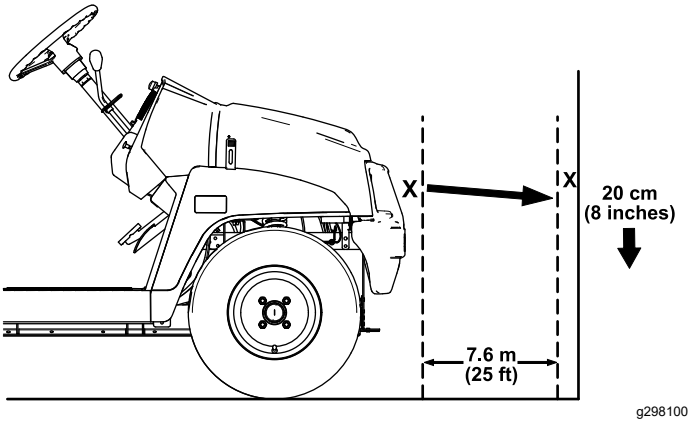

Figura 46
1. Aparque la máquina en una superficie nivelada con los faros a unos 7.5 m (25') de una pared (Figura 46).
La parte más brillante del haz del faro debe estar a 20 cm (8") por debajo de la señal hecha en la pared (Figura 46).